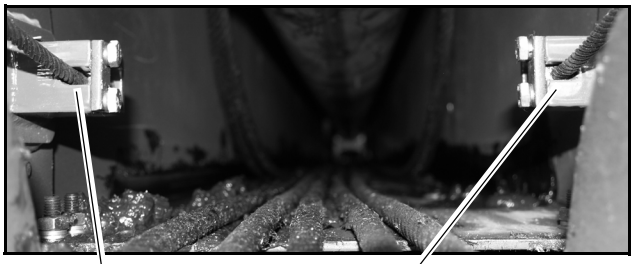

FIGURA 4-30
10. Levante la parte delantera del conjunto de la sección de extremo y quite las almohadillas de desgaste (4) de las cavidades en el fondo de la sección central exterior.
12. Retire la placa de retención que fija los dos cables de retracción (Figura 4-30, 1) a la parte trasera de la sección de extremo.